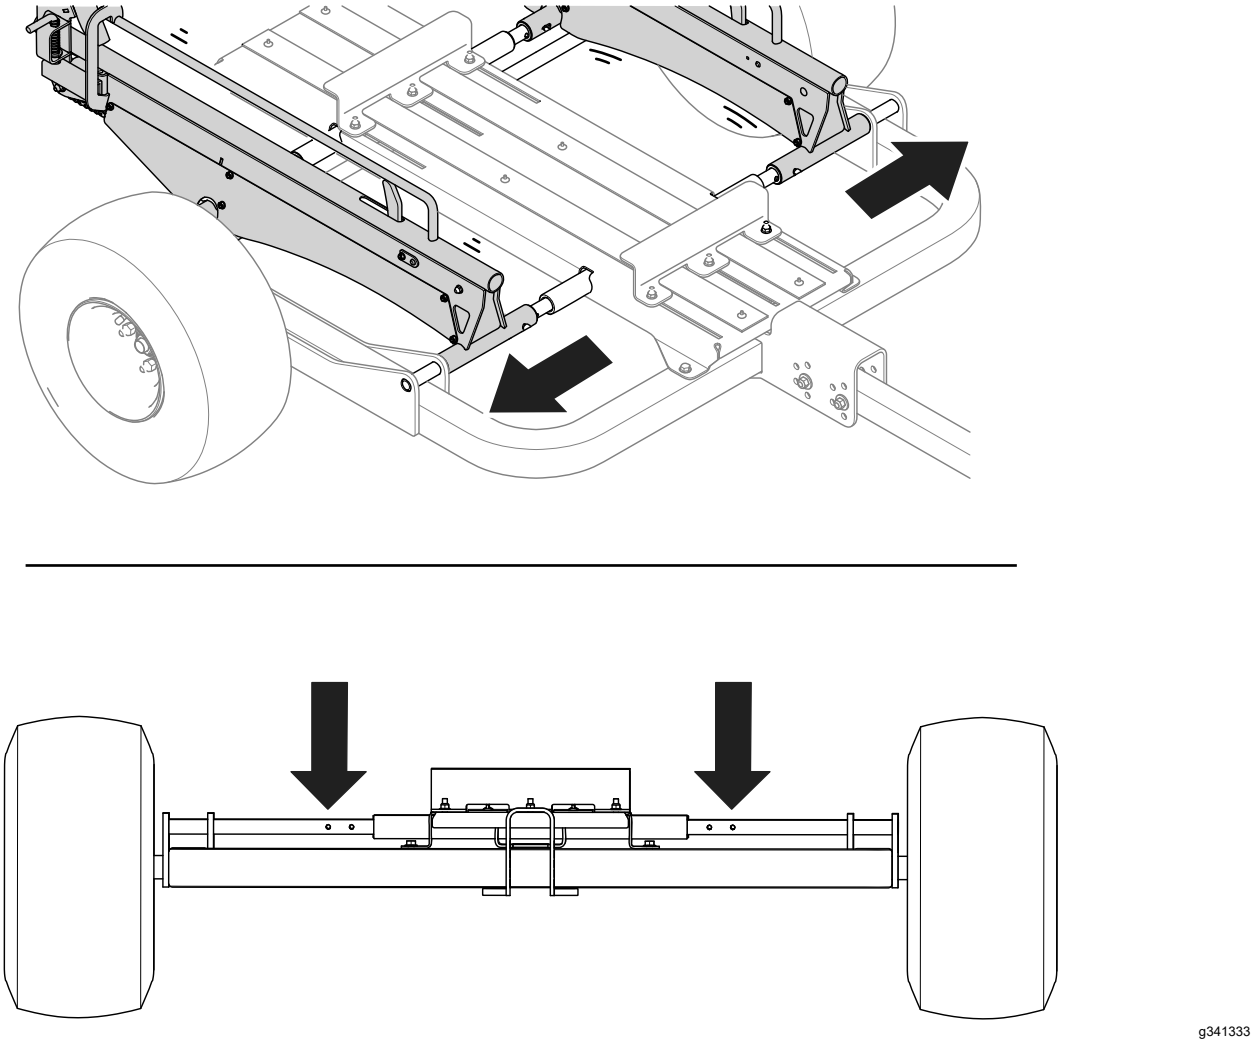

**Figuur 25**
- De aanhangwagen configureren voor greensmaaiers van 53 cm: gebruik de pennen om de railscharnieren te bevestigen aan de buitenste openingen (Figuur 25).